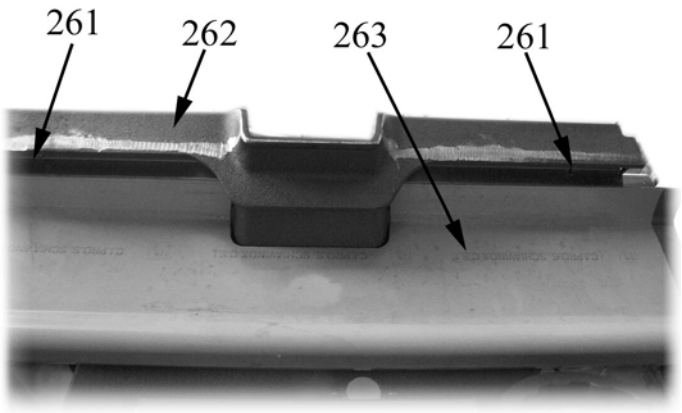
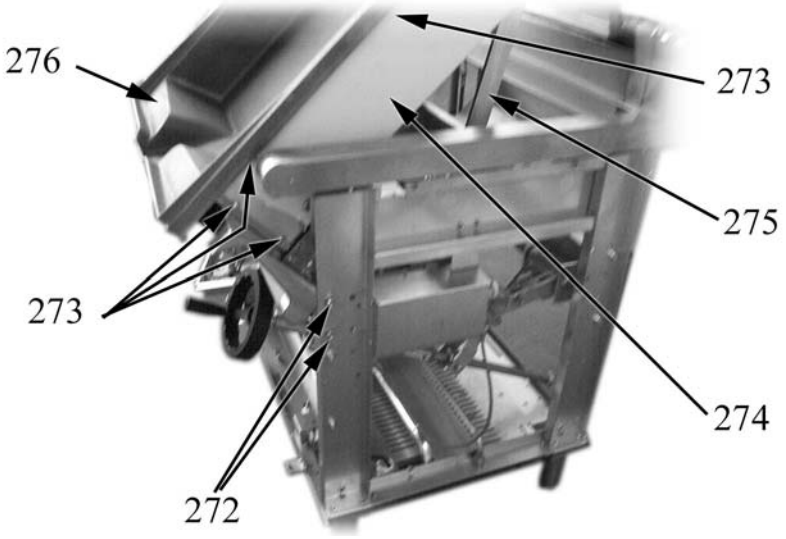
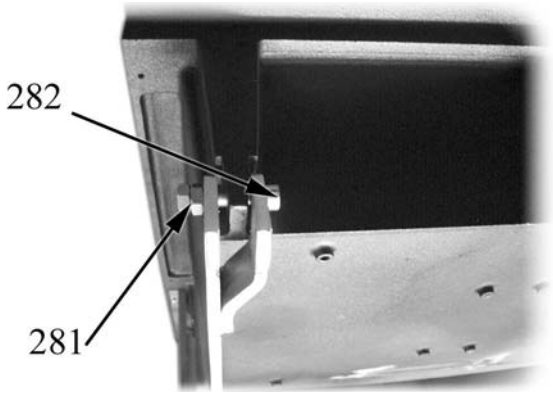

Fig. 28
Fig. 29
Fig. 30
- unscrew the screws shown as item 273 in Fig. 29 and those on the front side of the pan (item 261 in Fig. 28);
- remove the protective plate (item 274 in Fig. 29) and the upper front panel (item 263 in Fig. 28);
- hold the pan tilted and unscrew the nuts (item 281 in Fig. 30); then, take out the pin (item 282 in Fig. 30) found at the upper end of the pan tilting lever (item 275 in Fig. 29);
- unscrew the nuts (item 272 in Fig. 29) that fix the pan to the frame of the appliance;